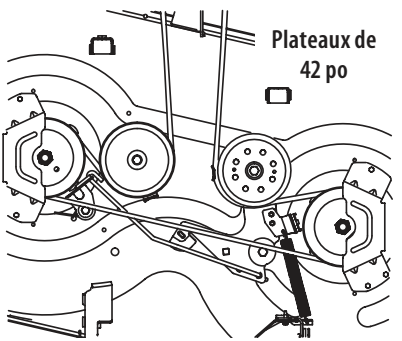
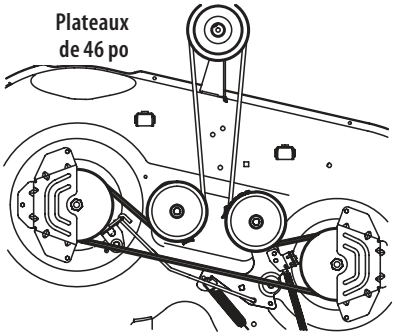
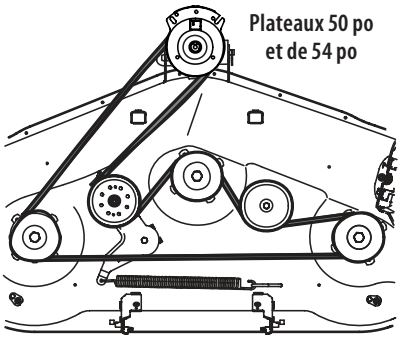

Fig. 56
Fig. 57
Fig. 58
4. Placez la courroie neuve comme indiqué aux figures suivantes. Voir la Fig. 56 pour les modèles dotés d'un plateau de coupe de 42 po, la Fig. 57 pour les plateaux de 46 po et la Fig. 58 pour ceux de 50 po et de 54 po à la page 102.